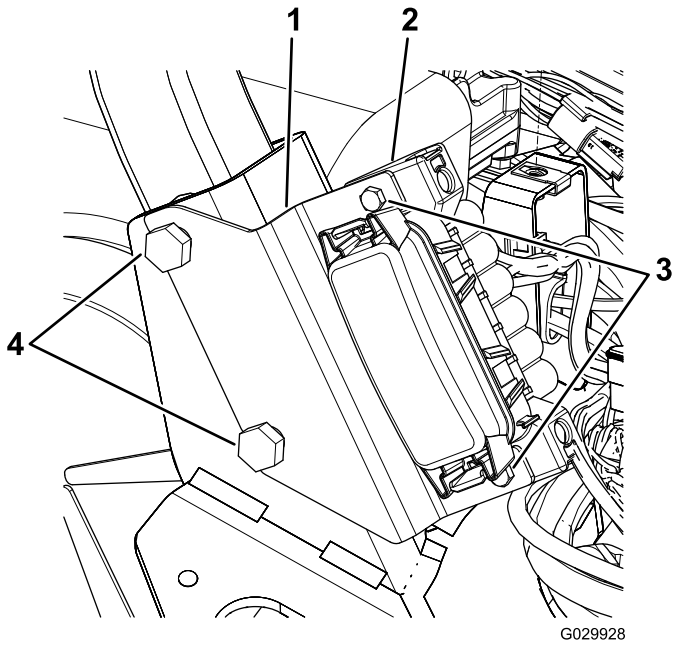

Figur 11
1. Lossa de två skruvarna och muttrarna som fäster vältskyddets högra sida vid maskinramen (Figur 11).
2. Rikta in spåren i säkringsblocksfästet med bultarna i enlighet med Figur 11.
4. Använd de två skruvarna för att fästa säkringsblocket vid fästet (Figur 11).